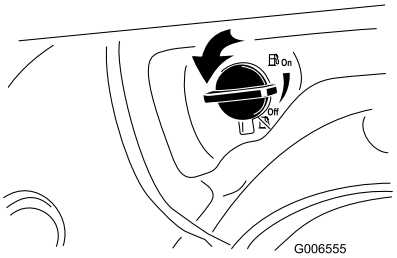

Figur 18
2. Drei drivstoffavstengningsventilen mot klokken 1/4 runde for å åpne den (Figur 18).